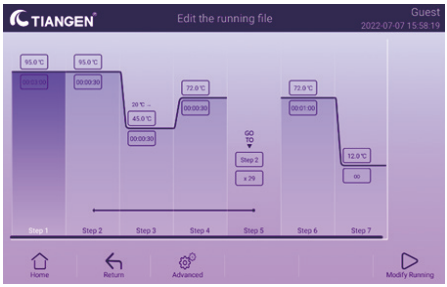
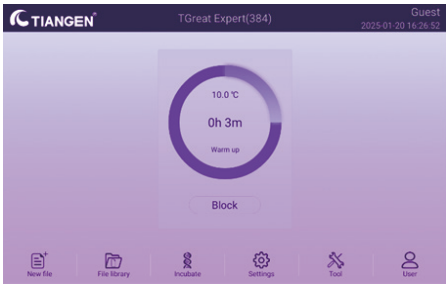

FIG.4.13 Edit running file
FIG.4.14 Running main screen
(1) It supports the function of programming in the middle of running, clicking "Edit", users can modify the program during the running process (Fig. 4.13), and after clicking "Modify Running", the unfinished steps of the program will continue to run in accordance with the modified program;
(2) Click on the "pause" button during program operation, the program time is suspended, the module always maintains the temperature of the step, click on the "continue" program continues to run;
(3) Click "Next", the screen prompts users to skip the running steps. Returning to the main screen displays the progress of the program run and the remaining time (FIG.4.14).